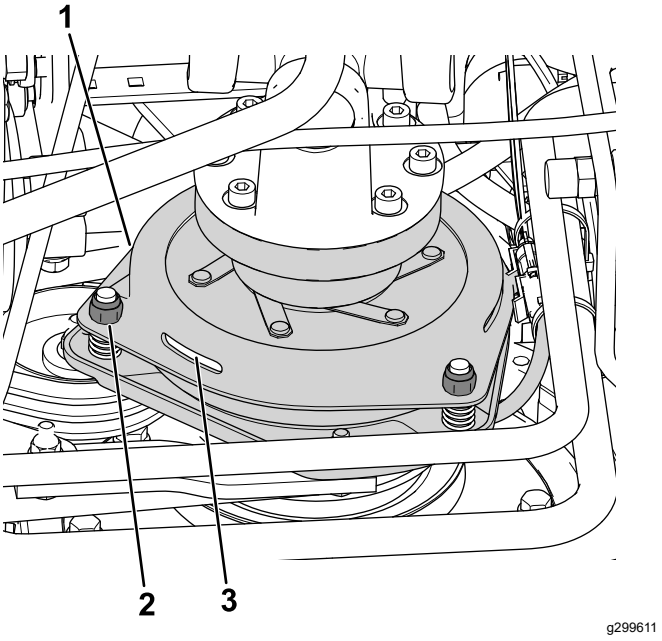

Figur 78
3. Justera luftgapet så att ett 0,3 mm bladstål kan föras in mellan kopplingskanten och friktionsplattan med lätt tryck (Figur 78).
Obs: Du kan minska gapet genom att vrida justeringsmuttrarna medsols (Figur 78). Det maximala servicegapet är 0,6 mm. Justera alla tre luftgap till 0,4 mm.